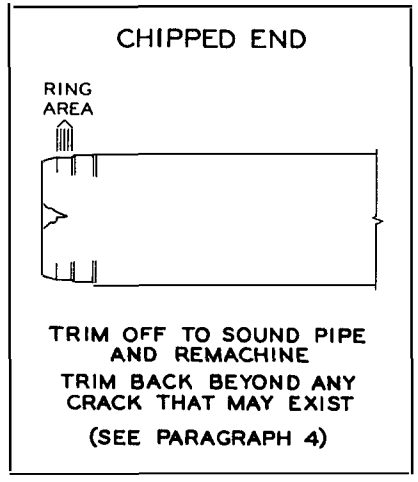

FIG. 71
4. Chips that extend more than ½" in as shown in figure 71 should be trimmed off and the end re-machined with a field machining tool as described on page 44. Test with a knife point to make certain that pipe is sound beyond